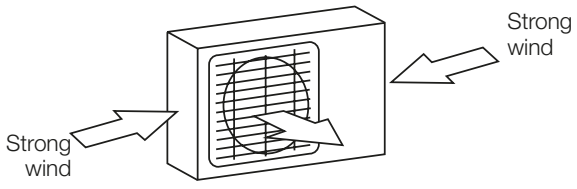
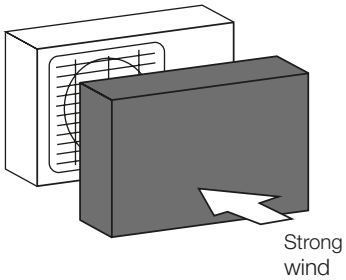

Fig. 5.1
Fig. 5.2
- ✓ If the location is exposed to strong winds (for example: near a seaside), the unit must be placed against the wall to shelter it from the wind. If necessary, use an awning. *(See Fig. 5.1 and Fig. 5.2)*